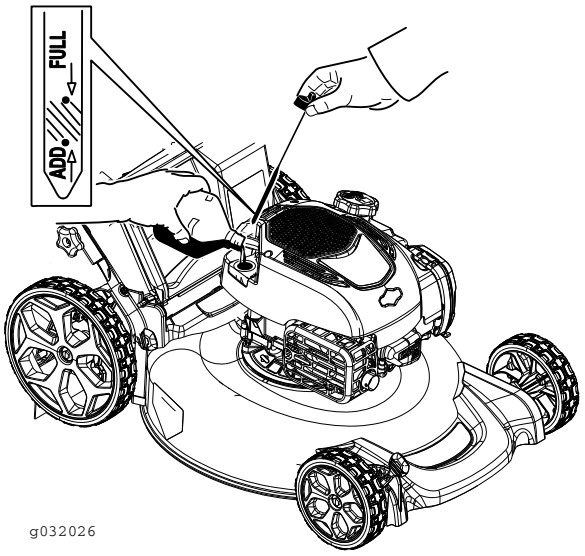

**Figur 27**
12. Ta ut oljestickan och läs av oljenivån (Figur 27).